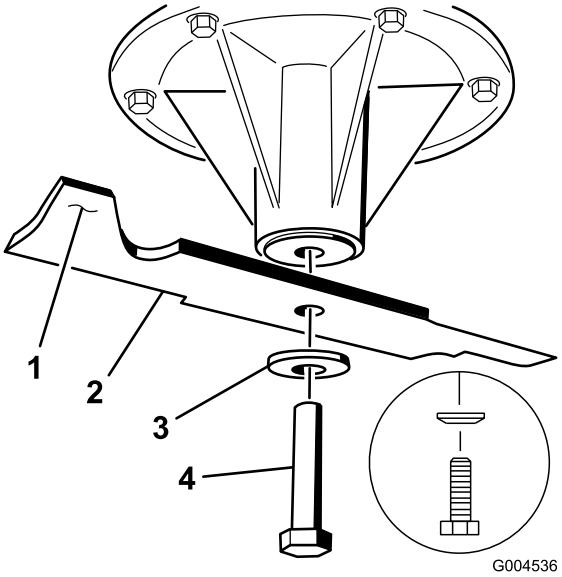

Figur 81
1. Monter kniven på spindelakselen (Figur 81).
2. Monter boltene, avstandsstykkene og knivbladene. Fjærskivekonusen må installeres mot bolthodet (Figur 81). Knivbolten trekkes til med et moment på 115–149 Nm.